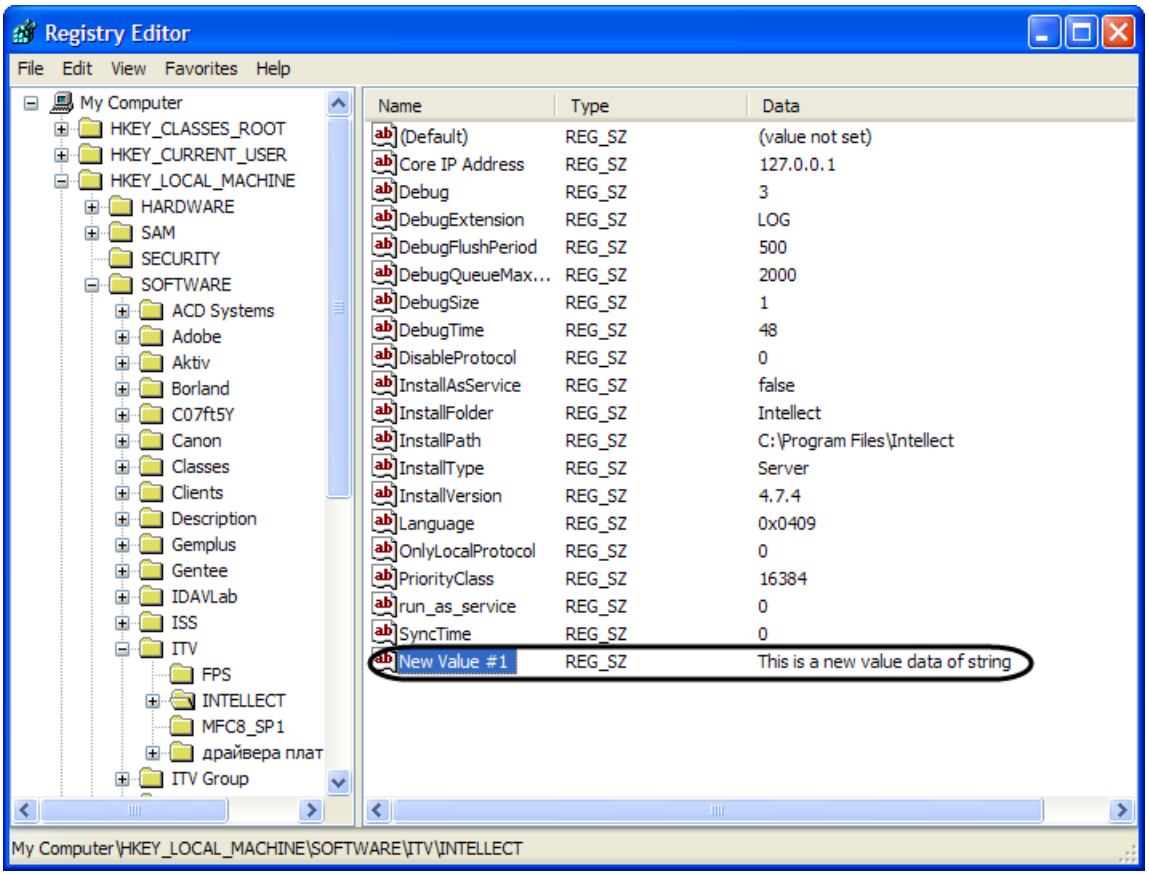

Figure 13.1-19. Selecting the parameter to be deleted
3. Select the parameter to be deleted (Figure 13.1-19).